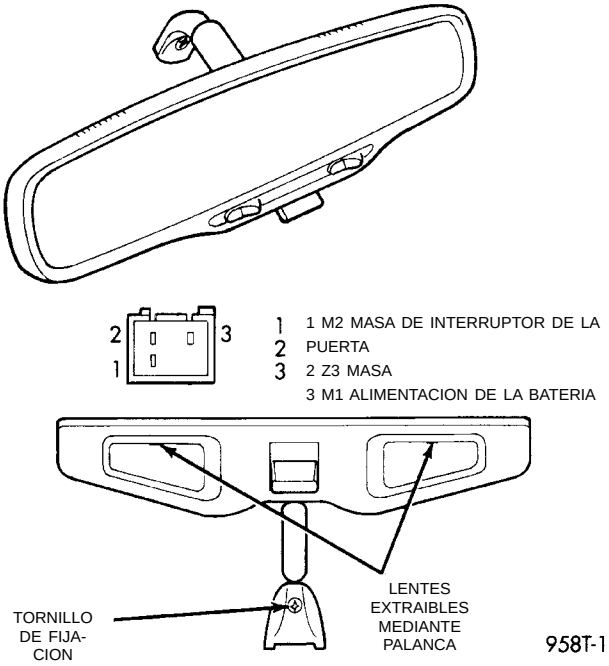

Fig. 8 Luces de Espejo/Lectura
(1) Desconecte el conector del cableado.
(2) Afloje el tornillo de fijación del espejo (Fig. 8).
(3) Levante el espejo del botón de instalación.
(1) Utilice una herramienta pequeña de hoja delgada, para hacer palanca en el centro de las lentes, lo más cerca posible del espejo a fin de sacar las lentes (Fig. 8).
(2) Retire el cartucho de la lámpara y reemplácelo si fuera necesario.